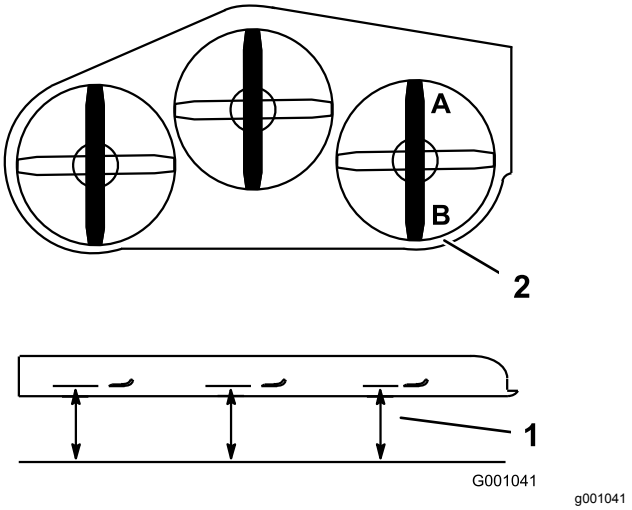

Rysunek 99
1. Ustaw **prawe** ostrze w osi podłużnej (Rysunek 99).
2. Dokonaj pomiaru prawego ostrza w położeniu **A** od poziomej powierzchni do krawędzi tnącej końcówki ostrza (Rysunek 99).
4. Dokonaj pomiaru prawego ostrza w położeniu **B** od poziomej powierzchni do krawędzi tnącej końcówki ostrza (Rysunek 99).
6. Ostrze kosiarki w położeniu **A** powinno znajdować się o 6 do 10 mm niżej niż w położeniu **B** (Rysunek 99). Jeśli tak nie jest, wykonaj poniższe kroki.